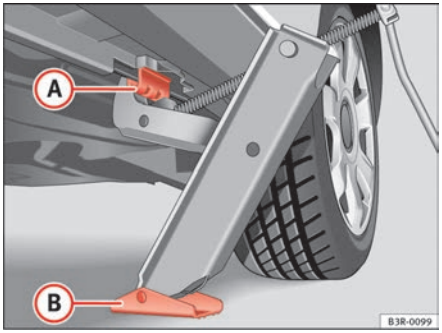

Fig. 191 Changing the wheel: Jack
– Align the jack so that the arm of the jack fits on the rib under the door sill ⇒ fig. 191 (A) and the movable base plate of the jack (B) is flat on the ground.